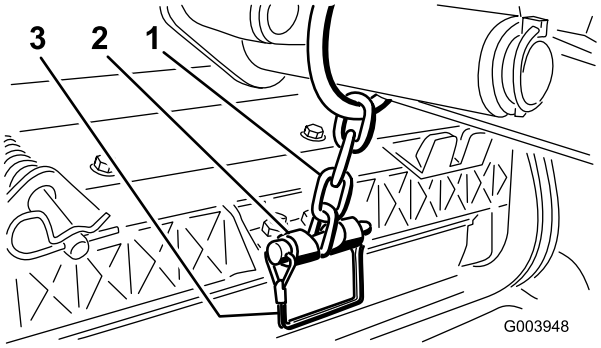

**Figura 12**
12. Sujete la cadena del brazo de elevación al soporte de la cadena con el pasador de seguridad (Figura 12).